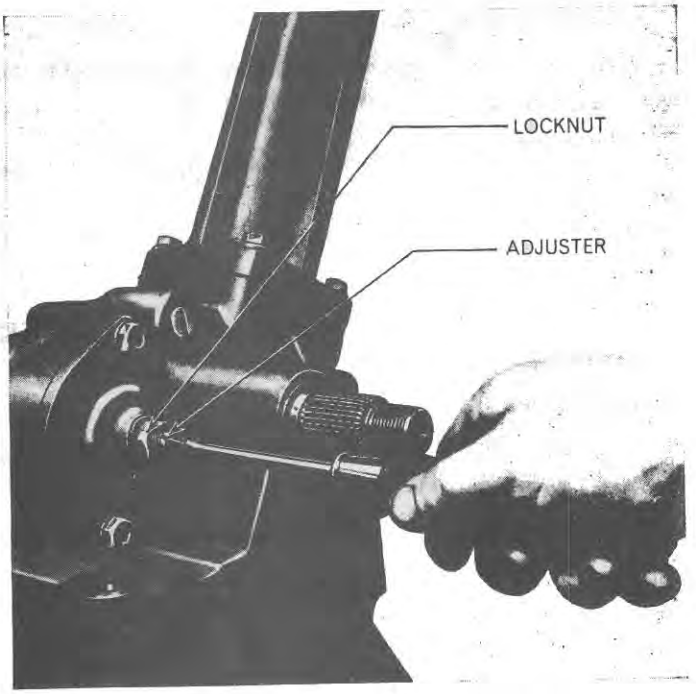

Figure 48
16. With the steering gear in the straight ahead position screw adjuster on forward rocker shaft anti-clockwise several turns. Screw the rear rocker shaft adjuster clockwise until there is no perceptible play in the left hand steering arm and tighten the locknut, Figure 48.